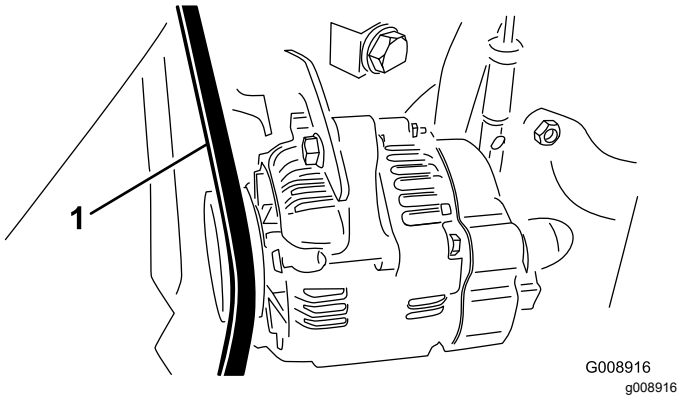

Figur 71
2. Kontroller spenningen ved å trykke ned remmen midt mellom generatoren og veivakselrullene, med en kraft på 30 N·m (Figur 71).